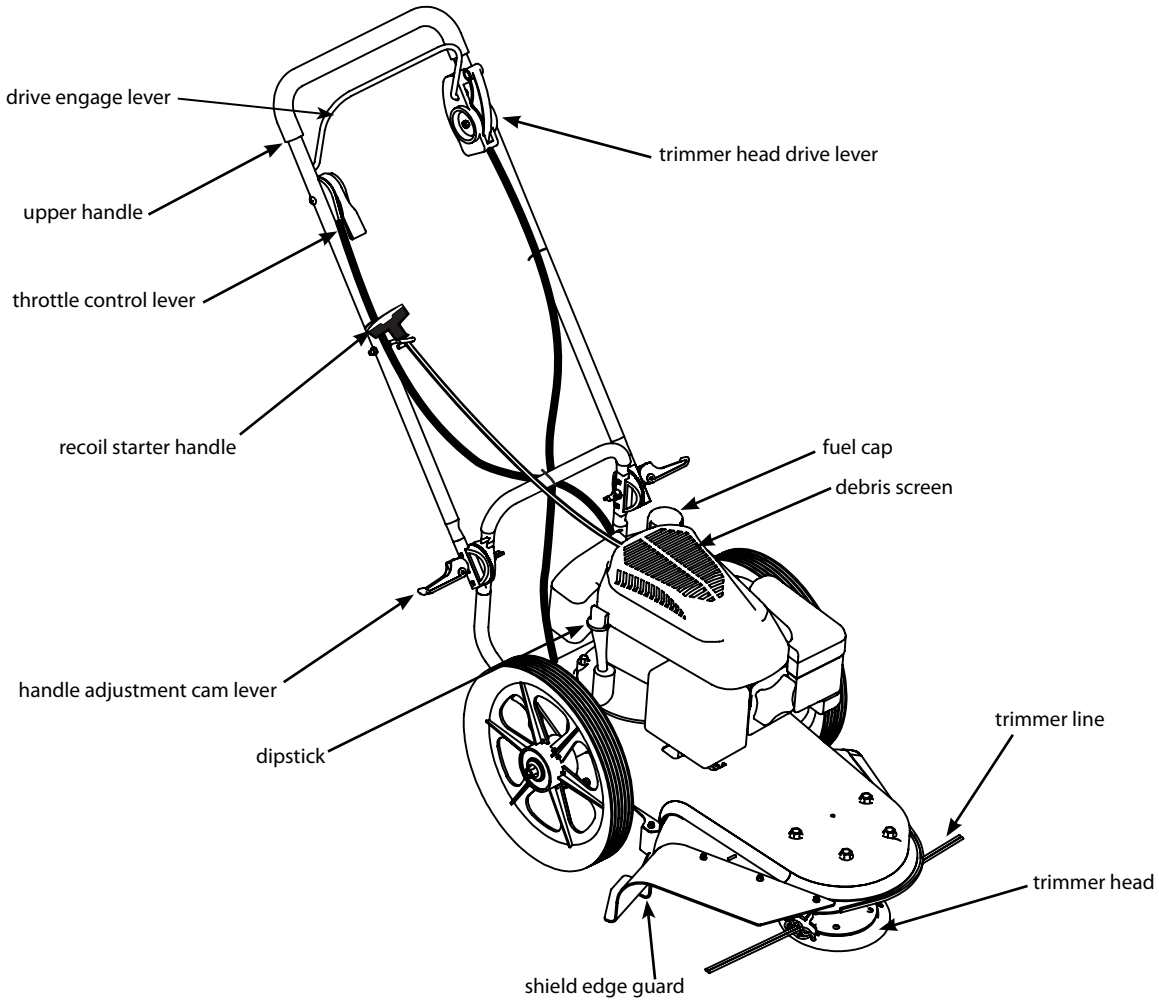

Figure 1 : Your new string trimmer
1. Before each use, remove debris from the debris screen. **SEE FIGURE 1 IN "FEATURES" SECTION**. Debris can cause the engine to overheat. Wipe the debris screen with a cloth or paper towel.